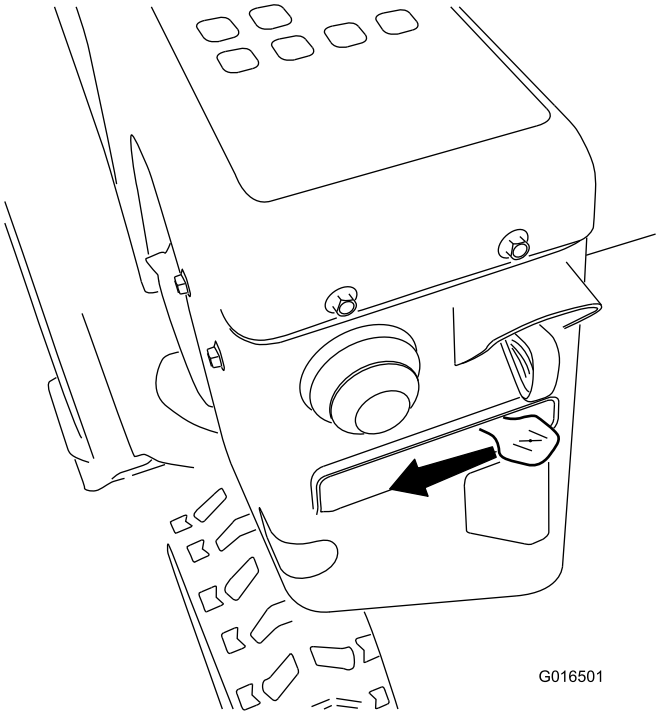

Figur 29
5. För choken till chokeläget (Figur 29).